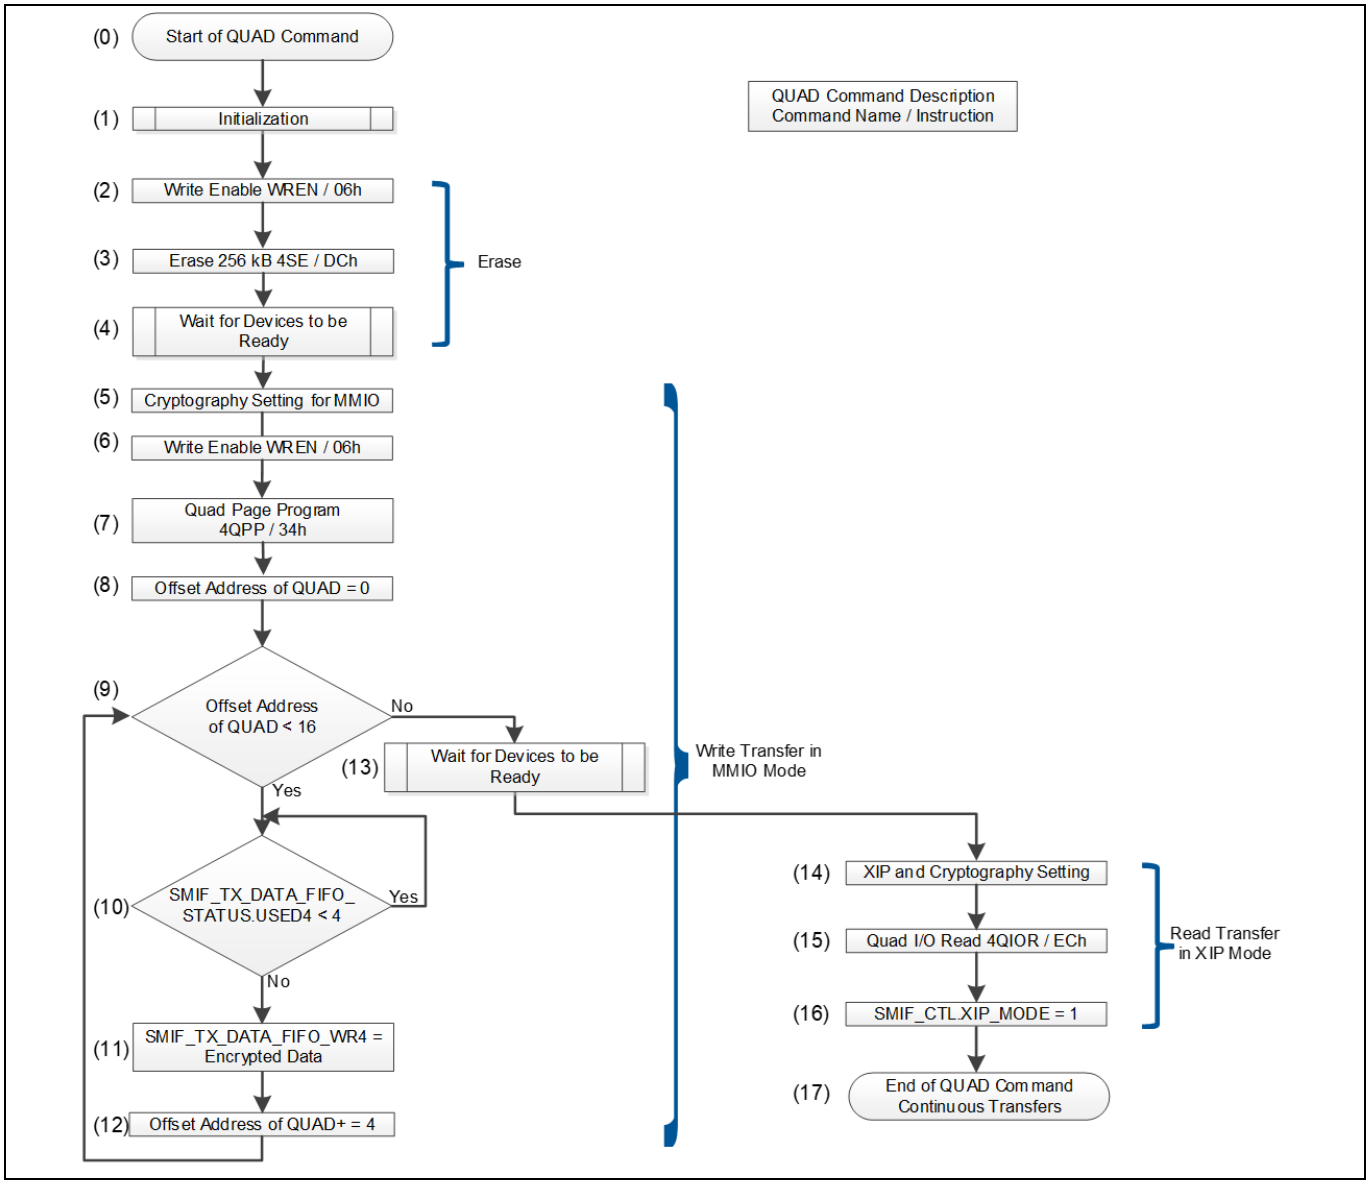
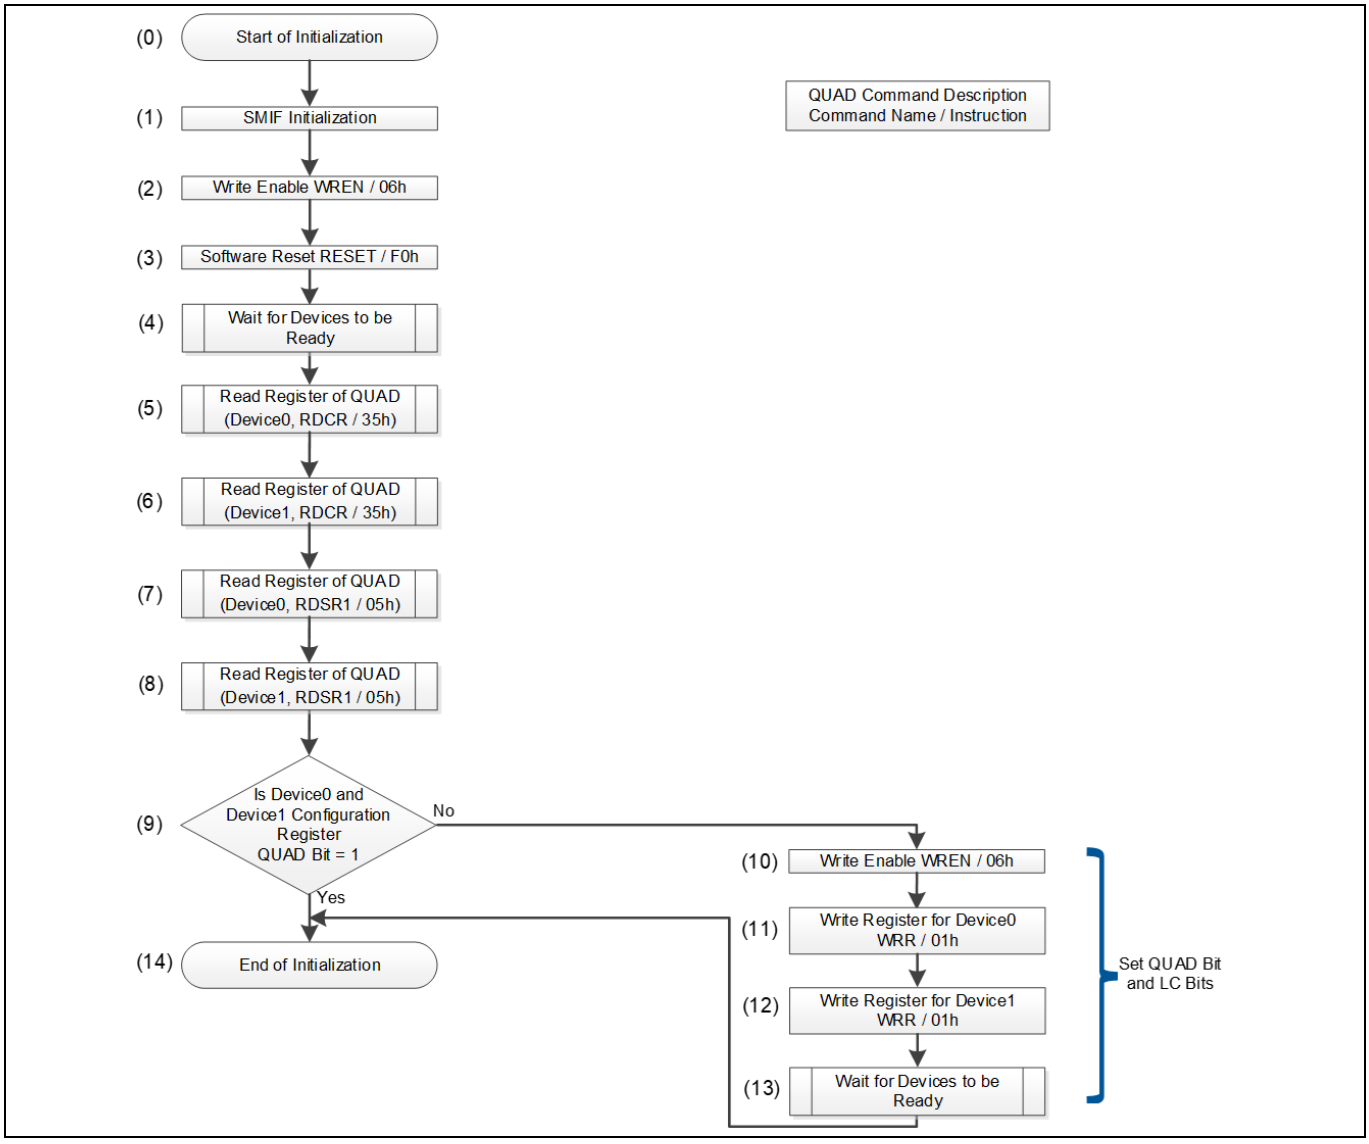

Figure 6　クアッドのコマンドを使用したソフトウェアフローチャートの例
Figure 7　初期化のソフトウェアフローチャート
この例では、QUAD SPI フラッシュメモリ S25FL256S を使用して、消去, 書き込み (SDR), および読み出し (DDR) がチェックされます。Figure 6 に、メモリのコマンドのフローを示します。このフローは、暗号化を使用した MMIO モードのデュアルクアッド SPI モードを使用して、16 バイトのデータをデバイスに書き込みます。書き込まれている 16 バイトのデータはランダムデータです。読み出しの場合、このフローは MMIO モードでのクアッド I/O 読み出し (4QIOR ECh) および XIP モードでのオンザフライでの復号化による読み出し転送のモードをデバイスに設定します。Figure 6 の QUAD のすべてのコマンドは、デュアルクアッドモードです。
この場合、SMIF とデバイスは、Figure 6 の (1) に示すように初期化されます。Figure 7 に、初期化のフローを示します。フローチャートでは、SMIF が初期化され、デュアルクアッドのデバイスにリセットが送信されます。
デバイスのコンフィギュレーションレジスタは、Figure 7 の (5) と (6) のように RDCR (コンフィギュレーションレジスタ読み出し) コマンドによって確認されます。4 ビット幅のクアッド I/O がデバイスに設定されていない場合、QUAD ビットは '1' に設定されます。